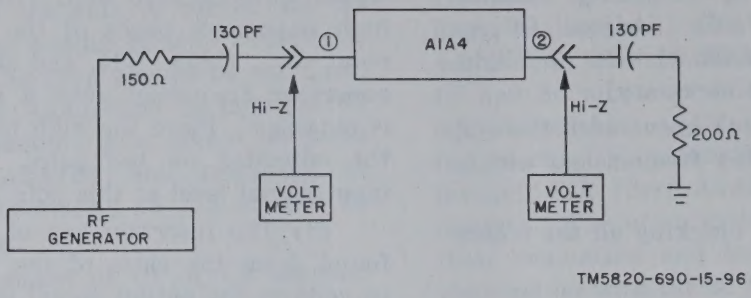

Figure 8-15. 3d IF bandwidth selector A1A4, test setup.
(1) Remove the cables from A1A4; replace them with a series resistance-capacitance (rc) combination of 150-ohm resistor and 130-pf capacitor on the input, and the series rc combination of 200 ohms and 130 pf on the output. Connect the test equipment as shown in figure 8-15.
(2) Set an RF generator to 455 kHz, with a signal level of −10 dbm (70 mv). Place the high impedance probe of the voltmeter on test point 2 , figure 8-15, and slowly rock the RF generator frequency until a maximum reading is obtained. Place the high impedance probe of the voltmeter on test point 1 , and note the input signal level at this point.
(3) The insertion loss of the filter may be found from the ratio of the input signal level in volts to the output signal level in volts. (See ratio of voltage and decibels, table 8-1). The maximum insertion loss is given in the chart below.